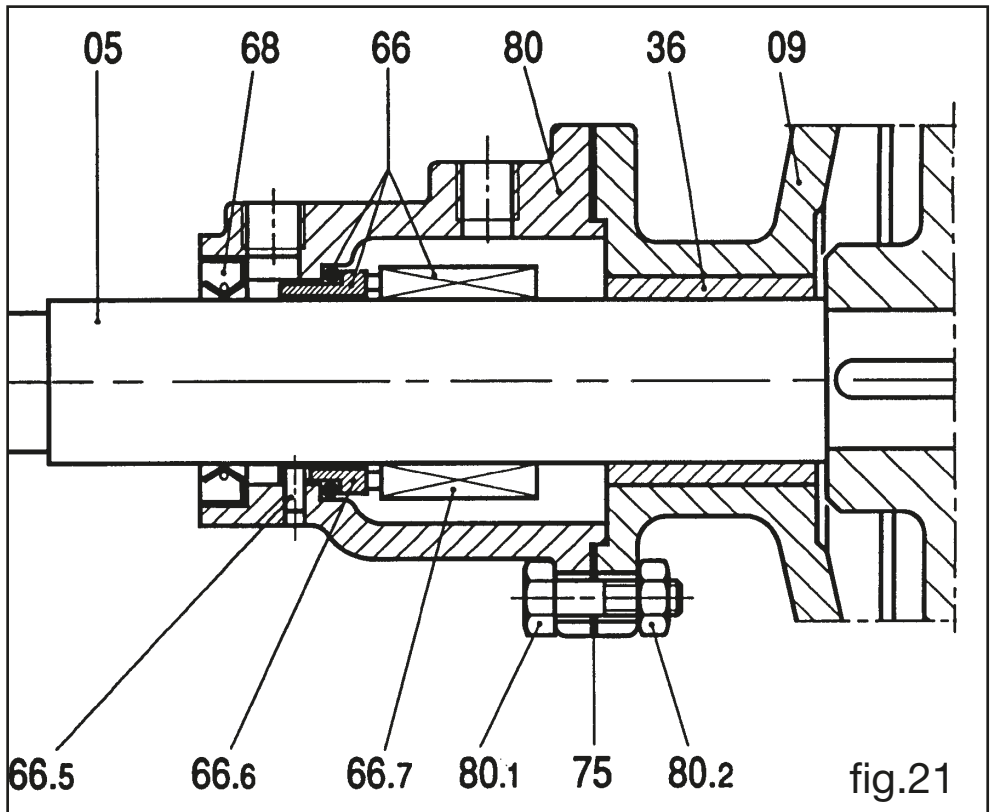

fig.21
12.5 Montaje de la junta estanca mecánica simple ST4, ST5, ST6 (fig.21)
- ☐ Introducir la abrazadera-soporte (09).